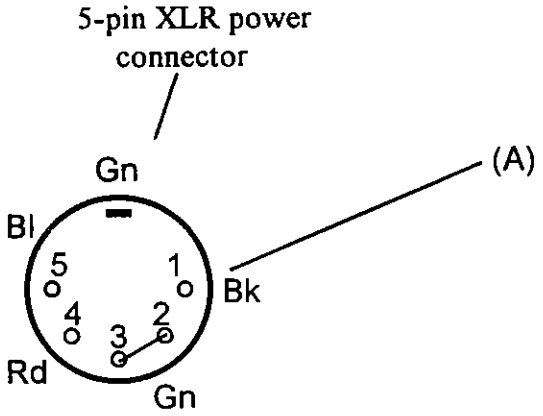

Fig. 14.
6. Locate pin 1 of the 5-pin XLR power connector and desolder the Black wire (A); see *Fig 14.* Solder the end of the Black wire to the other end of the Black wire that was attached to the V-Micro PCB. Solder the joined wires back into pin 1 of the XLR.